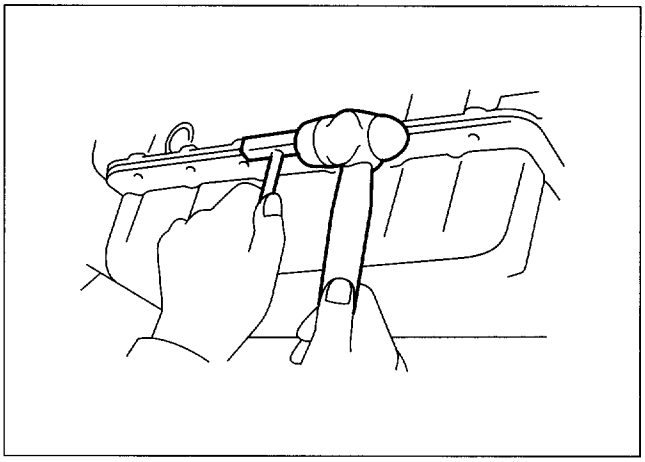

Figure 24. Oil Pan Seal Cutter
6. Insert an oil pan seal cutter from a corner of the oil pan and separate the oil pan (figure 24).